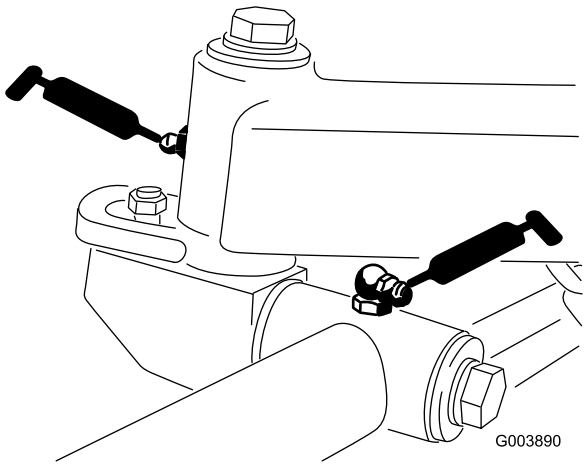

Figur 43
- To nipler på hver bæreramme og dreietapp for klippeenhet (10 tilsammen) (Figur 43)